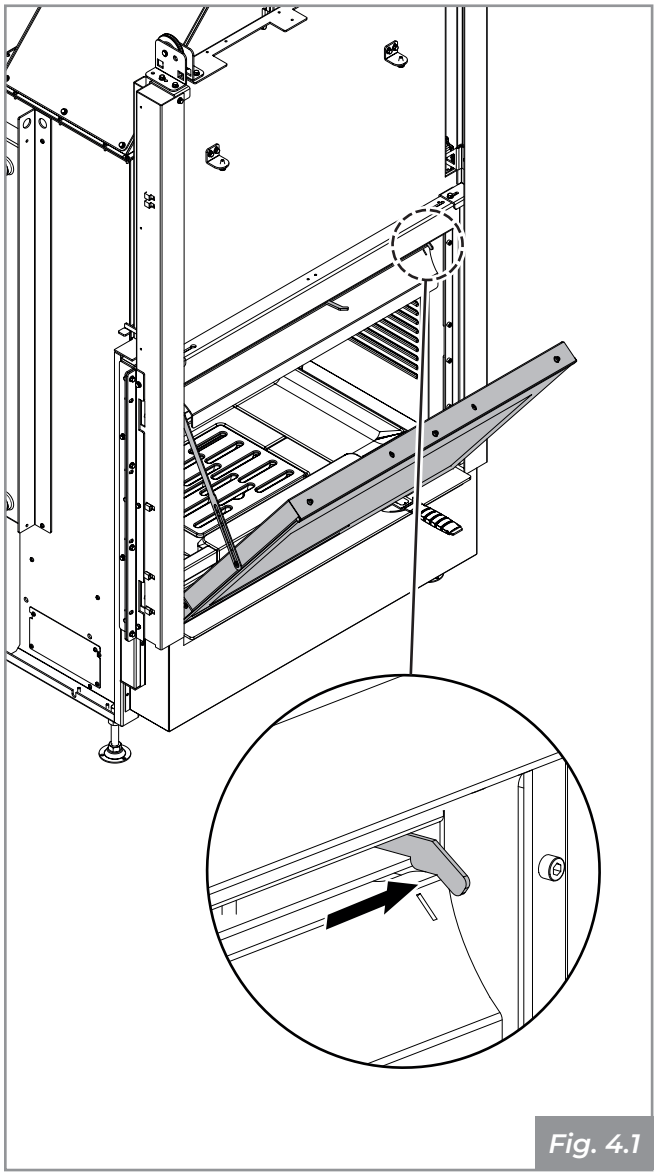

Fig. 4.1
2. Regolare l'aria pulizia vetro (tutto aperto) come indicato in **Fig. 4.1**;